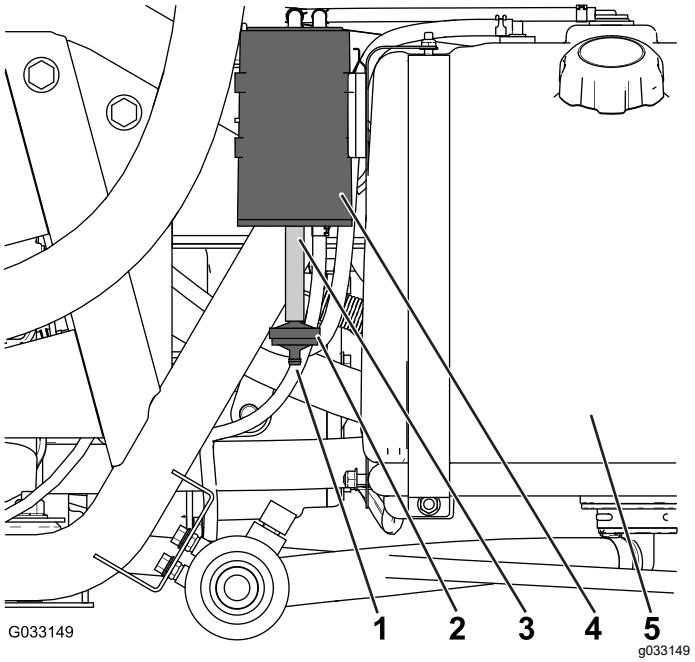

Figur 44
Kontrollera öppningen längst ned på kolkanisterns luftfilter och se till att den är ren och fri från skräp och blockeringar (Figur 44).
1. Ta bort kolkanisterfiltrets koppling med hullingar från slangen längst ned i kolkanistern, och ta bort filtret (Figur 44).